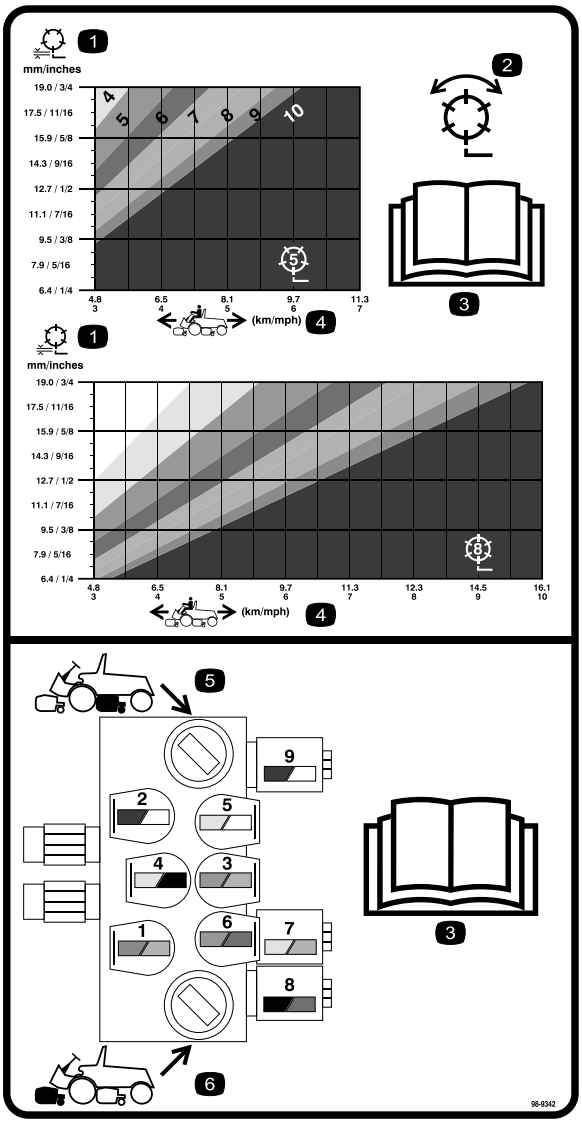

**Figuur 32**
3. Met behulp van de bijbehorende grafiek op sticker 98-9342 (Figuur 32) kunt u de juiste instelling voor het toerental van de messenkooien voor maaidekken met 5 of 8 maaimessen bepalen.